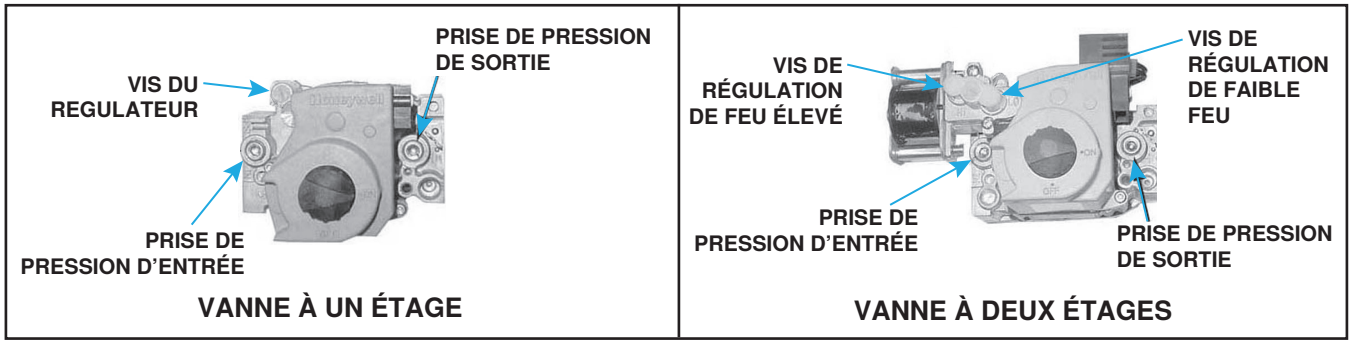

Figure 41. Vannes à gaz combinées
1. Positionnez la soupape manuelle (sur la soupape combinée) de manière à prévenir la circulation vers les brûleurs principaux et branchez le manomètre sur la prise de pression (voir **Figure 41**) de la soupape.
3. Normalement, aucun ajustement du régulateur réglé en usine ne devrait être nécessaire. Si un ajustement est requis, réglez la pression sur la valeur correcte en tournant la vis du régulateur (voir **Figure 41**) vers l'intérieur (sens des aiguilles d'une montre) pour augmenter la pression. Tournez la vis du régulateur vers l'extérieur (sens contraire aux aiguilles d'une montre) pour réduire la pression. Consultez la documentation du fabricant de la soupape qui accompagne la fournaise pour des informations plus détaillées.
2. Connectez le manomètre à la prise de pression d'entrée sur la vanne de gaz combiné(voir **Figure 41**).